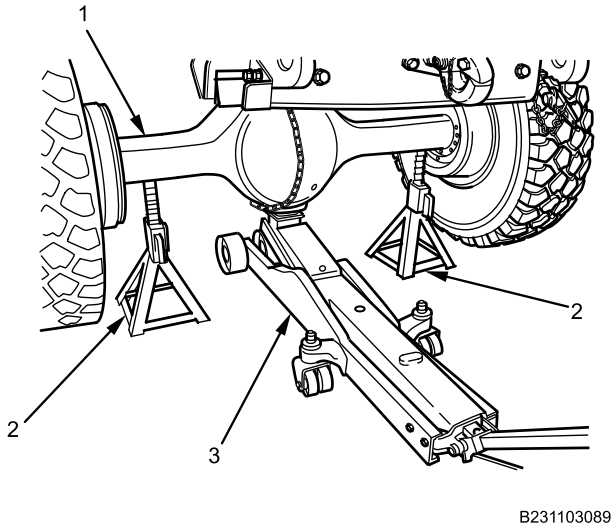

Figure 26. 10-Ton Jackstands.
14. Using 20-ton floor jack (Figure 26, Item 3), lift rear axle assembly (Figure 26, Item 1) 1-2 inches, if necessary, and place two 10-ton jackstands (Figure 26, Item 2) under rear axle assembly.
15. Using 20-ton floor jack (Figure 26, Item 3), lower rear axle assembly (Figure 26, Item 1) onto 10-ton jackstands (Figure 26, Item 2).